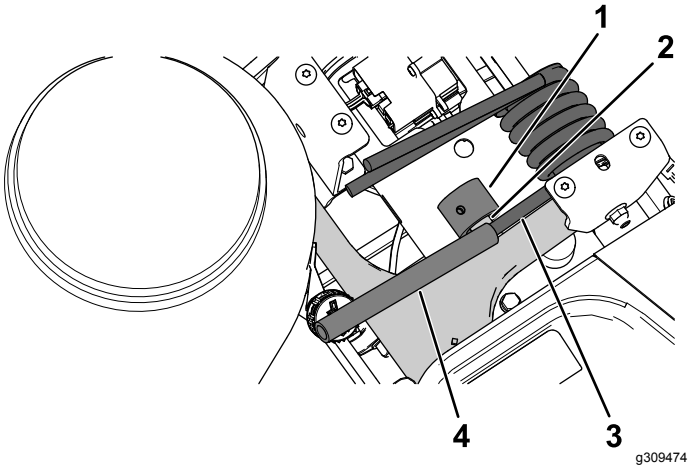

図 3
3. スイングアームポストにスプリングスペーサをかぶせる図 3。
4. 片方の手でトーションスプリングの端を持ち上げてスイングアームポストから浮かせ、もう一方の手でスペーサをスプリングとポストの間に入れる図 3。